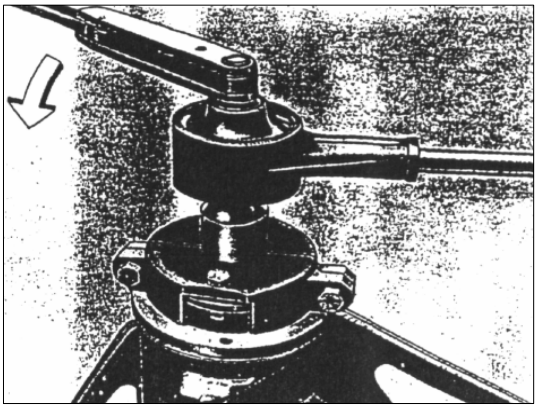

РИС. 318
9) Открутите и снимите кольцевую гайку с наружной резьбой ведущей шестерни главной передачи, с помощью динамометрического ключа, съёмника с зубцами 2640 5890 3501 и усилителя крутящего момента 042 483 0067 (см. рис.318).